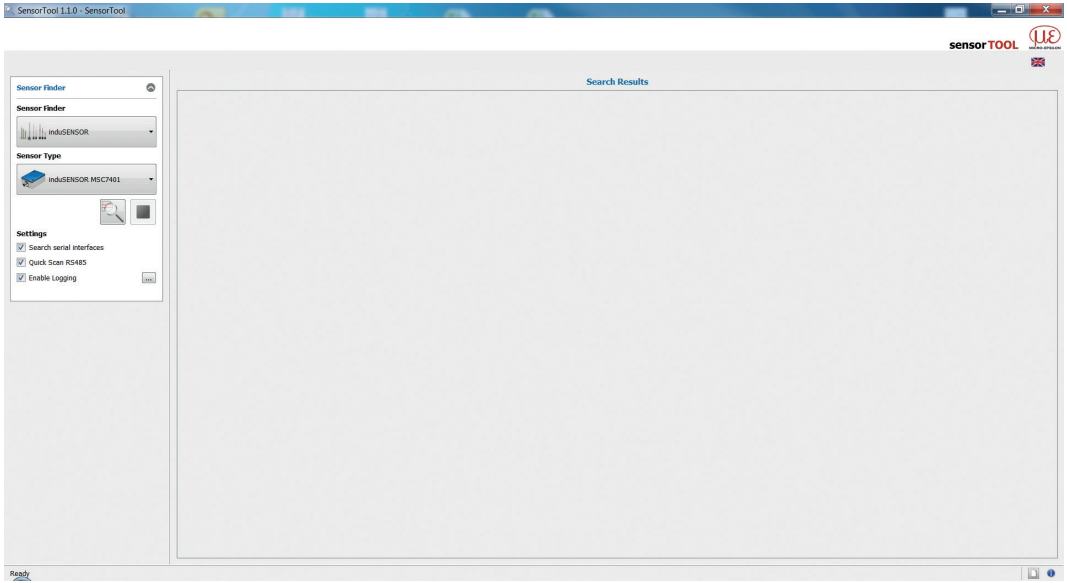

Fig. 25 Main view
- In the drop down menu, set the sensor groups `induSENSOR`, `Sensortype induSENSOR MSC7xxx` and activate the other settings according to the figure below, see Fig. 25.